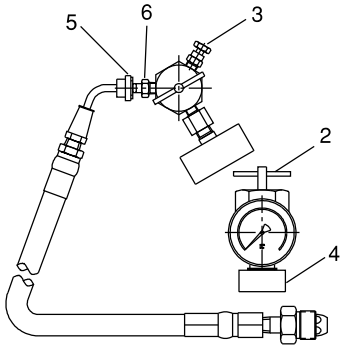

Figure 1
(A) Remove protective cover. Refer to Figure 1.